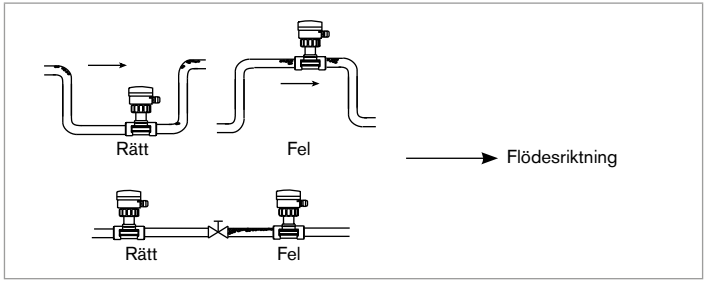

Fig. 7: Luftbubblor i rörledningen
- Undvik att luftbubblor bildas i rörledningen vid enheten (Fig. 7).